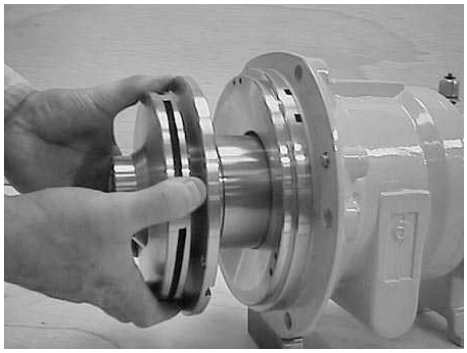

Fig. 54
8.33 Hold on outside of Impeller and Impeller eye and slide the Assembly into the Shroud (20.20). Care must be taken as there will be strong magnetic attraction between the Inner and Outer Magnet Rings. Hold on outside of Impeller and Impeller eye. - **Fig. 54**